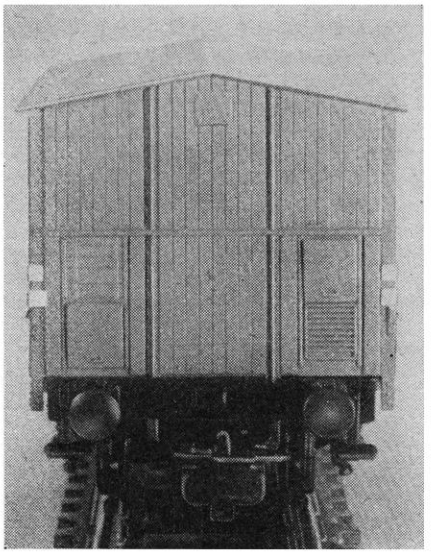

Bild 2
- Bild 2 Nochmals der Bahnhof „Neustadt". In der Ausfahrt eine P 8 mit Witte-Windleitblechen und Wannentender im Vorspann vor einer Original-P-8, beide von Liliput